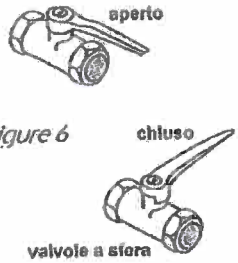

Figure 6
3. Close the compressor 12 (Plate III) entry valve and the supply valve for the down the hole hammer 13 (Plate III) as in fig.6